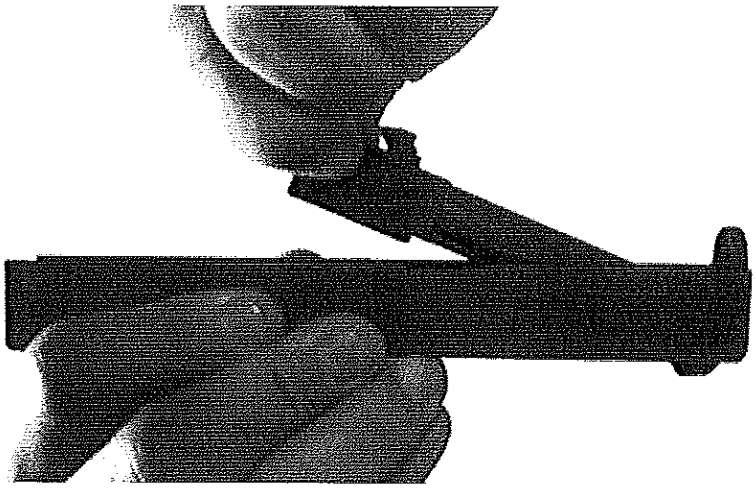

Figure B-10. Remove Barrel.
5. Lift the barrel up and out of the slide from the chamber end (see fig. B-10 on page 186).